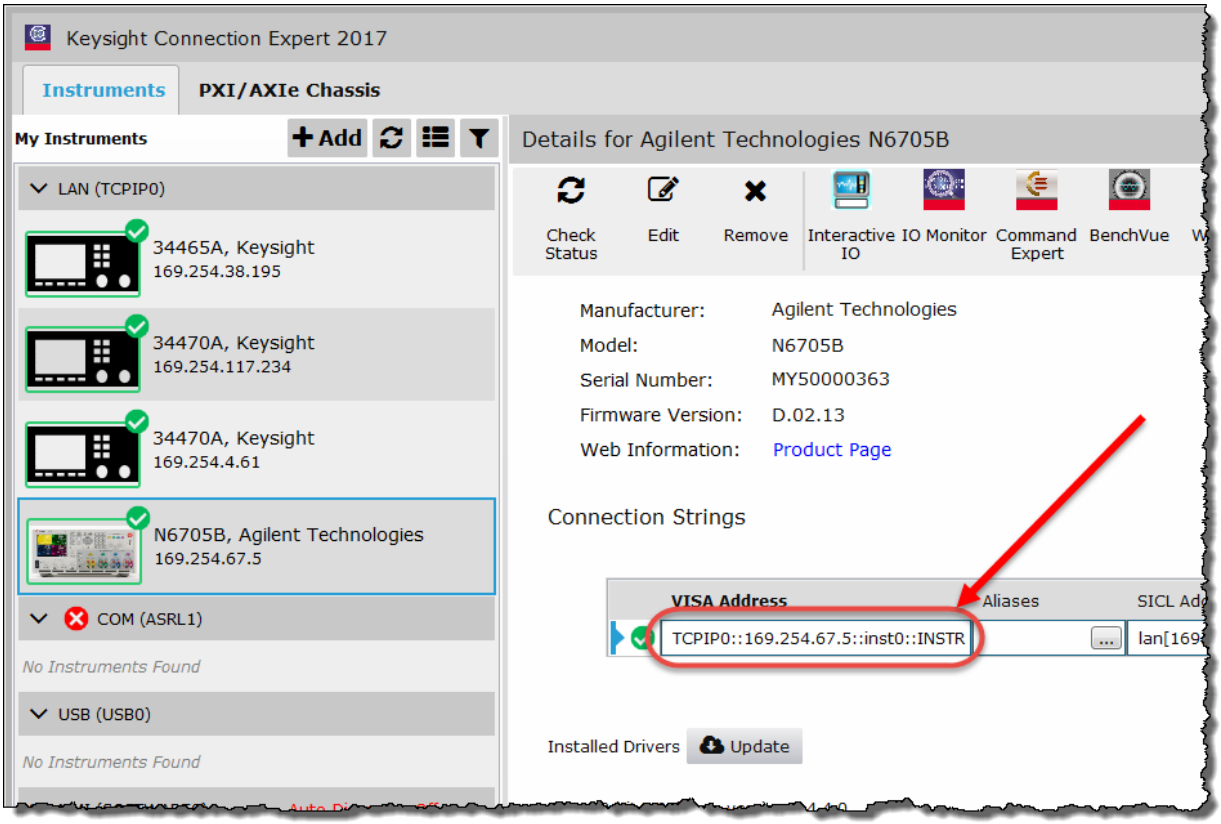

Figure 8 IO Libraries Connection Expert showing the N6705 Power Analyzer VISA Address
- All four test instruments are automatically discovered in the Connection Expert *My Instruments* list. Figure 8 shows the IO Libraries Suite Connection Expert. In this graphic, the N6705 was auto discovered and added to the *My Instruments* list, the three DMMs are listed in the **Add a LAN Device** window and are added manually. Refer to the IO Libraries Suite documentation for additional help if necessary.
Figure 8 shows the VISA address of the N6705 Power Analyzer.